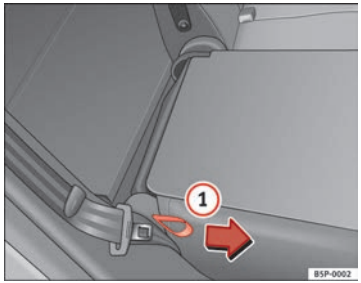

Fig. 98 Folding or opening the rear seat backrests
– Pull the loop on the side of the seat ⇒ Fig. 98 (1)
In this position the backrest is locked. This is the reason why the loop located on the side of the seat must be pulled in the direction of the arrow to open the backrest ⇒ Fig. 98.